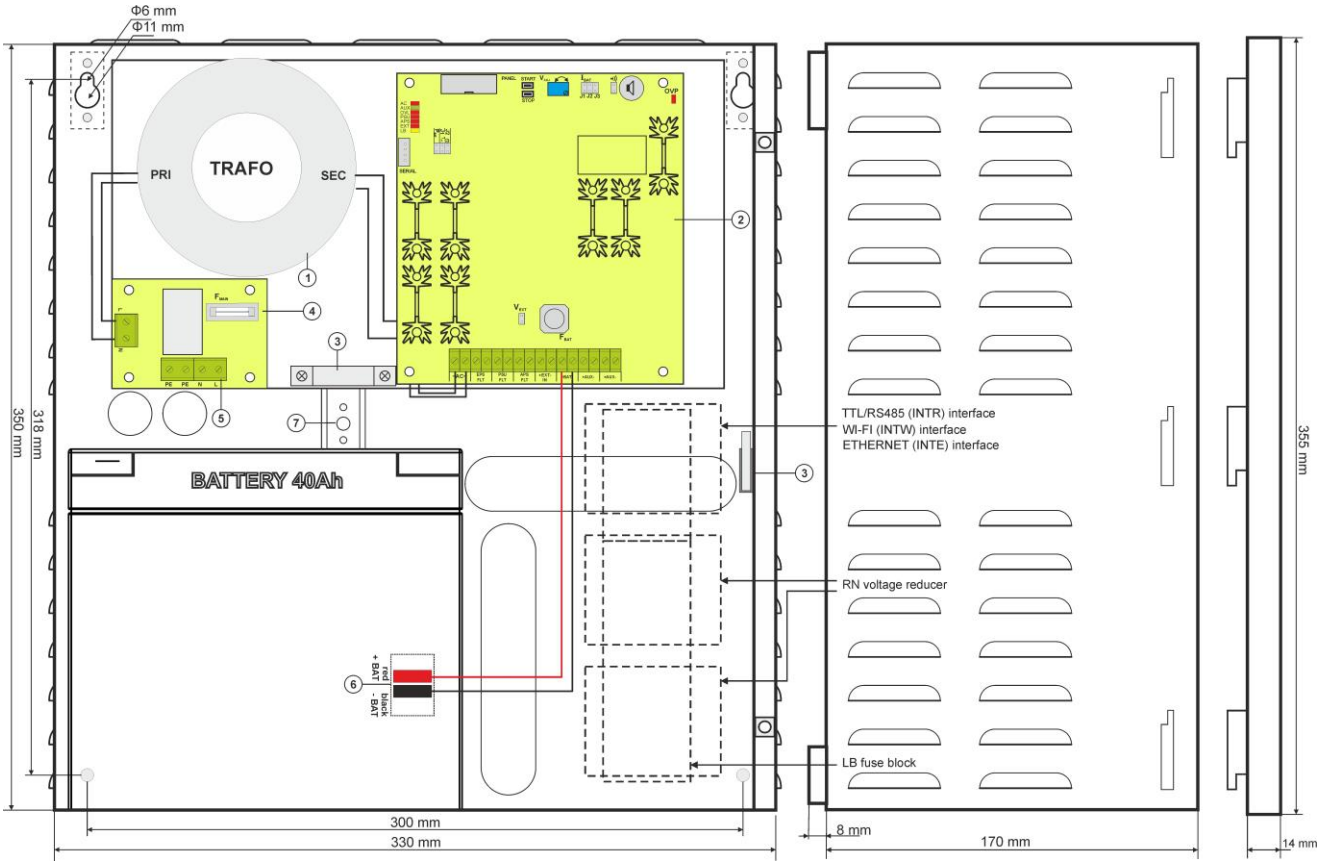

Fig.3. Vista de la fuente de alimentación.
Tabla 2. Componentes de la fuente de alimentación (véase fig. 3).
1. Montar la fuente de alimentación en el lugar elegido. Es muy importante atornillar con un tornillo el bracket del tamper contra sabotajes colocado en la parte central (véase fig. 3 [7]), responsable de la señalización de un intento de desprendimiento de la caja de la superficie. La realización correcta de esta operación es uno de los requisitos de la norma EN 50131-6.